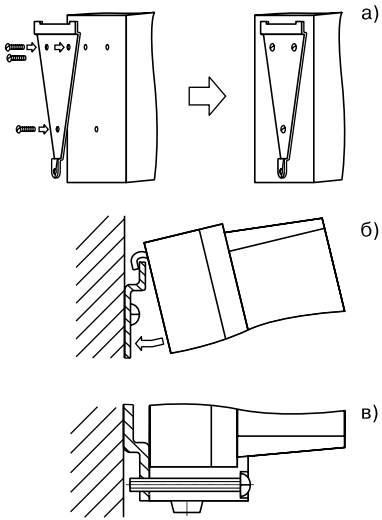

Рис. 15
1. Закрепить кронштейн тремя винтами М4 на поверхности, предназначенной для установки прибора (см. *прил.* А и **рис. 15, а**).
2. Зацепить крепежный уголок на задней стенке прибора за верхнюю кромку кронштейна (**рис. 15, б**).
3. Прикрепить прибор к кронштейну винтом М4×35 из комплекта поставки (**рис. 15, в**).